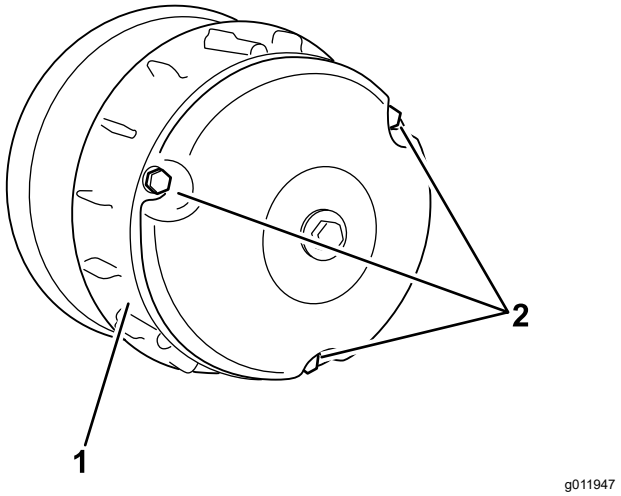

Figuur 64
2. Verwijder de 3 bouten waarmee de kap van de koppeling is bevestigd, en haal de kap weg (Figuur 64).
4. Plaats de kap van de koppeling en bevestig deze met de 3 bouten (Figuur 64) die u verwijderd hebt in 2.